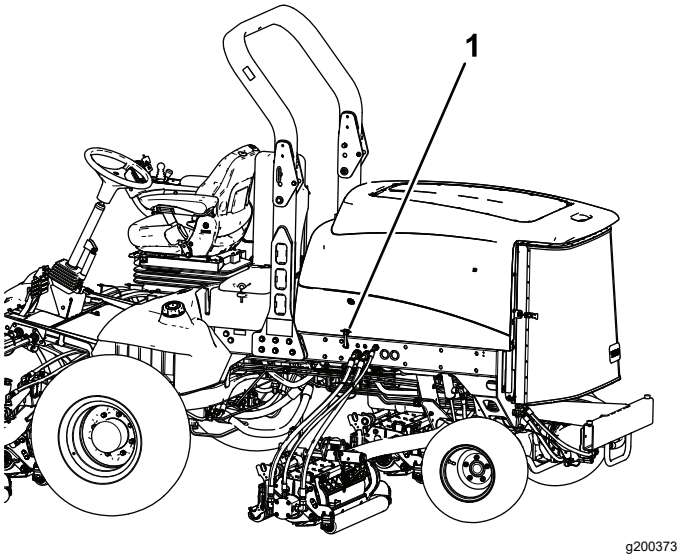

Figur 78
1. Öppna motorhuvsspärrarna (Figur 78) och öppna huven.